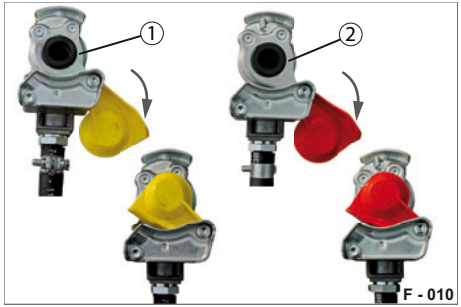

Abb. 16 Abkuppeln
▶ Kuppeln Sie den Kupplungskopf „Vorrat“ (Abb. 16/2) ab.
▶ Kuppeln Sie den Kupplungskopf „Bremse“ (Abb. 16/1) ab.